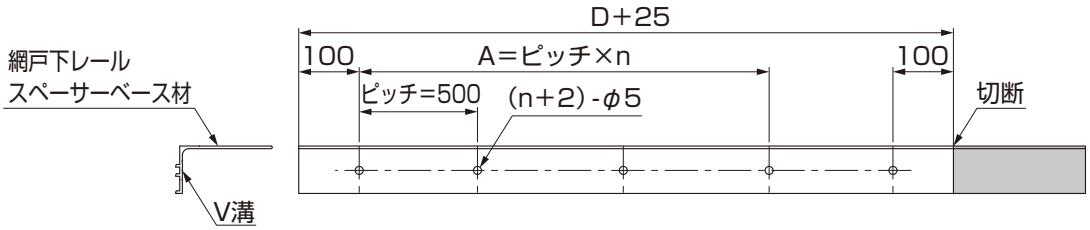

図3-3
③ベース材を使用した土間施工の場合は、網戸下レールスペーサーベース材をD+25mmに切断し、φ5の穴加工をしてください。（図3-3参照）